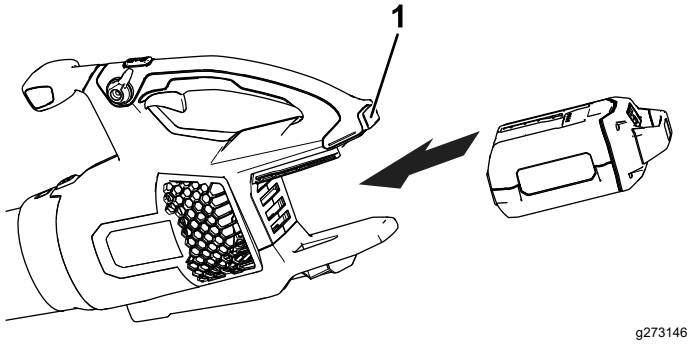

Figura 6
2. Alinee el hueco de la batería con la lengüeta del alojamiento de la empuñadura (Figura 6).
3. Sujete la empuñadura e introduzca la batería en la empuñadura hasta que el cierre se bloquee en su sitio (Figura 6).